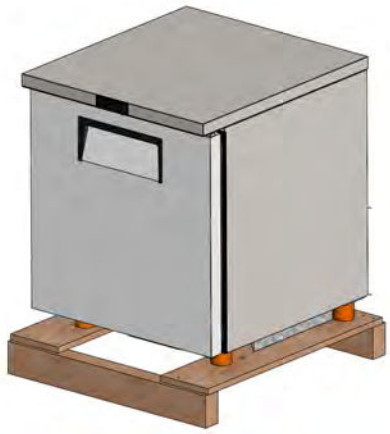

Fig. 1. Remove exterior packaging.
1. Remove the outer packaging (cardboard and bubbles or styrofoam corners and clear plastic). See fig. 1. Inspect for concealed damage. **Again, immediately file a claim with the freight carrier if there is damage.**